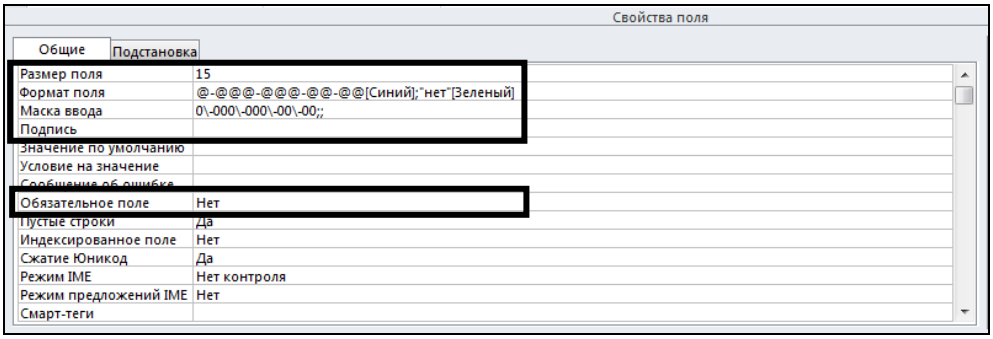

Рис. 2.14. Свойства поля *Телефон*
3.4. Свойства поля *Телефон* (рис. 2.14).